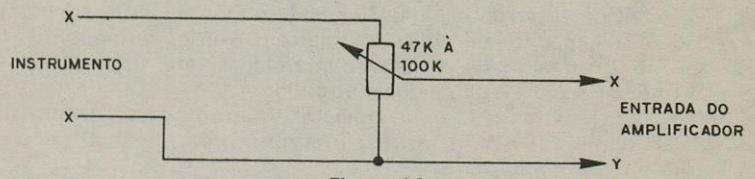

Figura 10
i) Entre o instrumento e o amplificador pode ser colocado um controle de volume que consistirá num potenciômetro de 47K ou 100k ligado conforme mostra a figura 10.